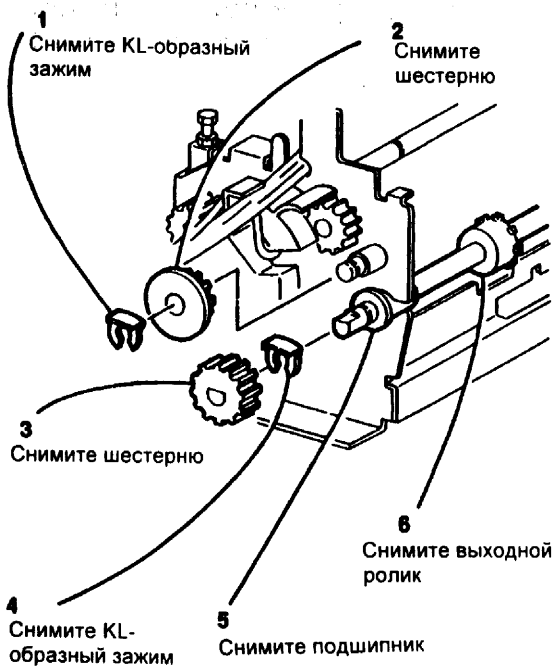

Рис. 3 Снятие шестерни и выходного ролика
9. (Рис. 3) Снимите выходной ролик.